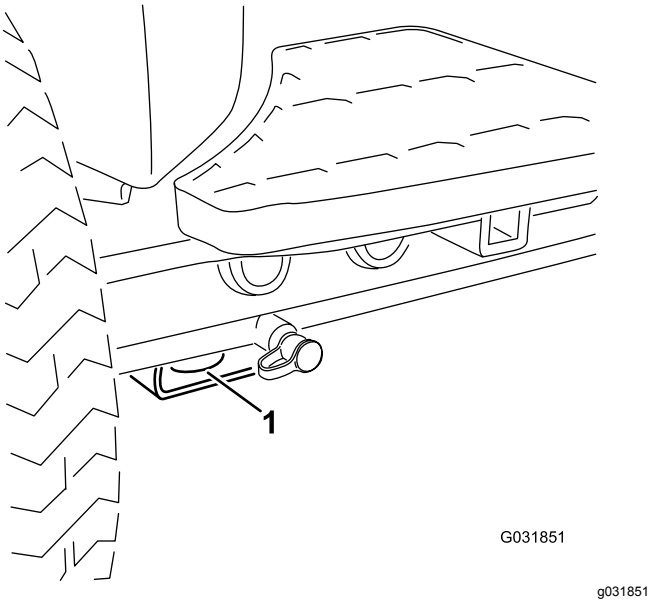

Figuur 68
- Voor – de opening in het rechthoekige blok, onder de asbuis, aan de binnenzijde van beide voorwielen (Figuur 68)